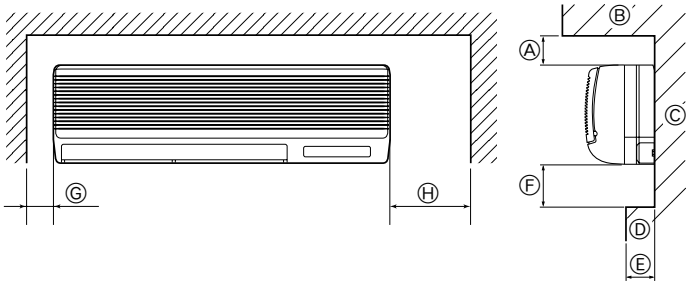

Fig. 2-1
2.1. Dimensions externes (Fig. 2-1)